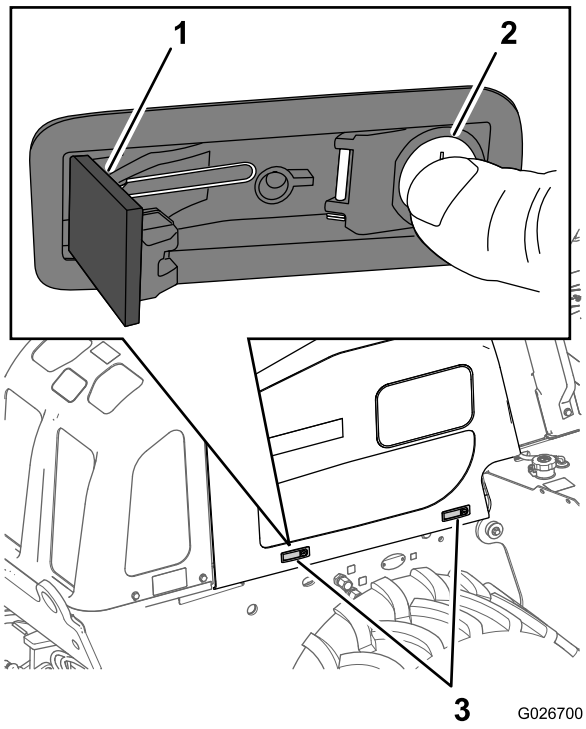

Figure 59
3. Appuyez sur le bouton de chaque verrou, c'est-à-dire sur la partie comportant le barillet de serrure (Figure 59).
4. Fermez le verrou en appuyant sur le levier de fermeture (Figure 59).